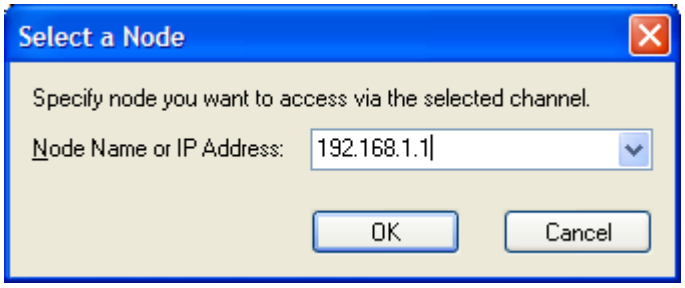

Figure L8.5: Select a Node Dialog
5. In the **Select a Node** box, enter the IP address of **Simopcserver** (in this example **192.168.1.1**) as shown in **Figure L8.5.** Click **Ok** when finished.